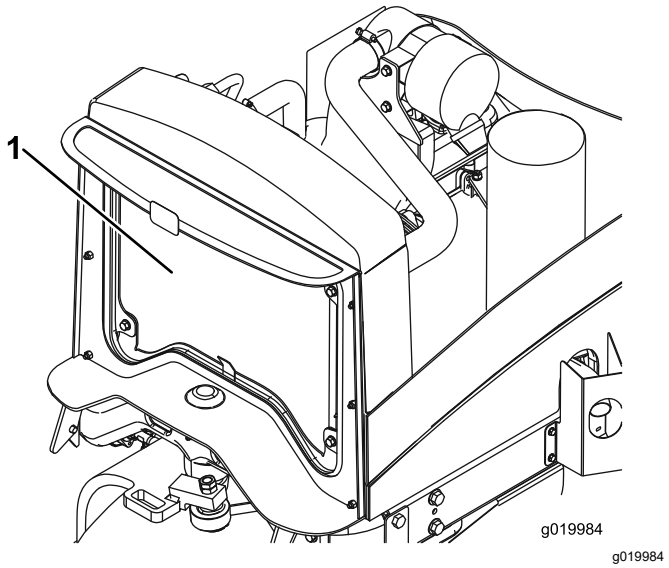

**Figur 60**
2. Rengjør begge sidene av radiatoren/oljekjøleren grundig med trykkluft (Figur 60).